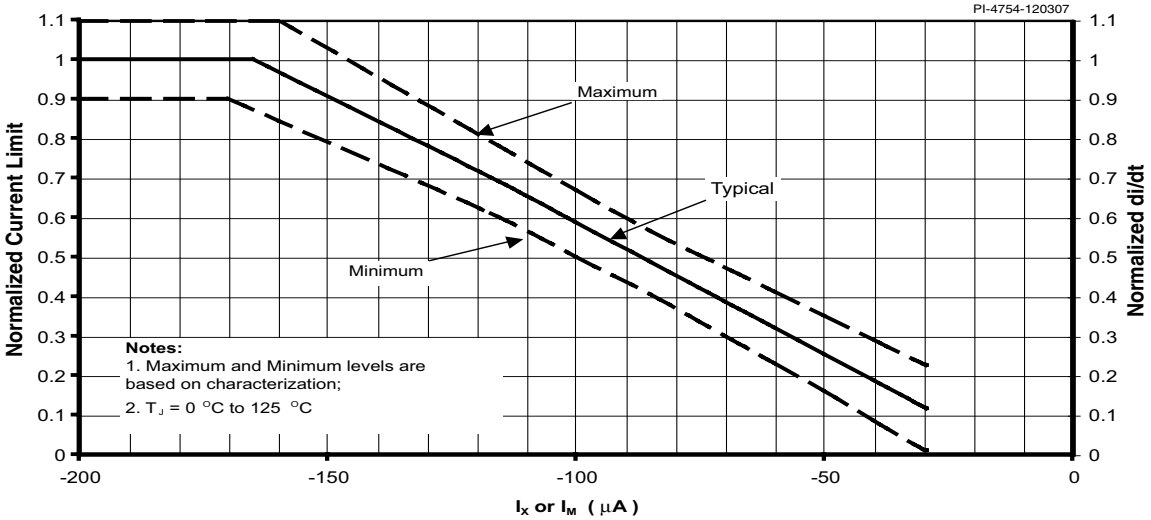

图 55a. 归一化电流限流点随X或M引脚电流的变化
C. 外部调节限流点时，请参考典型性能特性一节中的图55a及55b（限流点与外部流限电阻）。所列明的容差仅在工作在最大限流点处有效。